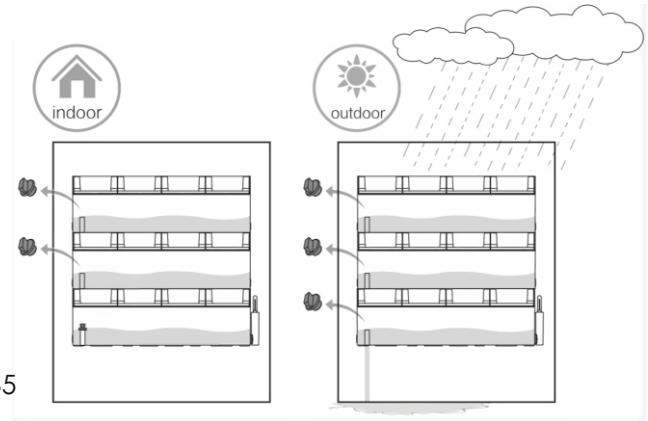

Рис. 35
- Если фитомодуль установлен в месте, подверженном частым осадкам, мы рекомендуем извлечь красную заглушку, как показано ниже, чтобы предотвратить переполнение системы дождевой водой. См . (рис. 35)